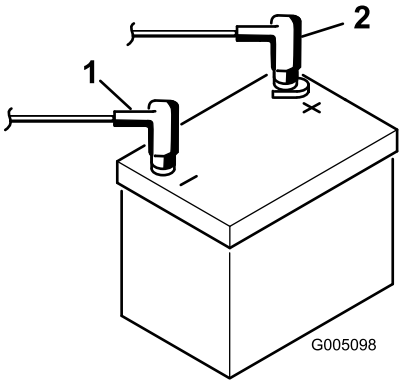

Figuur 4
7. Bevestig de pluskabel (rood) aan de klem van pluspool (+) van de accu en de minkabel (zwart) aan de klem van minpool (-) van de accu met behulp van de bouten en moeren (Figuur 4). Zorg ervoor dat de accuklem helemaal op de pluspool zit en de kabel goed op de accu is geplaatst. De kabel mag geen contact maken met het accudeksel.